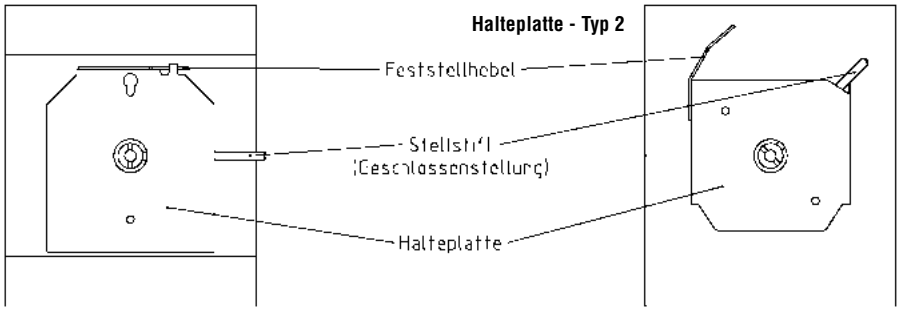

Abb. 2
2. Prüfen, ob am Stellantrieb der Querstift der Motorwelle und die beiden Nocken parallel verlaufen. (Abb. 2)
2. Klemmschrauben der Kappe lösen. (Abb. 2)
6. Neutralleiter mit Klemme 2 (N) verbinden.